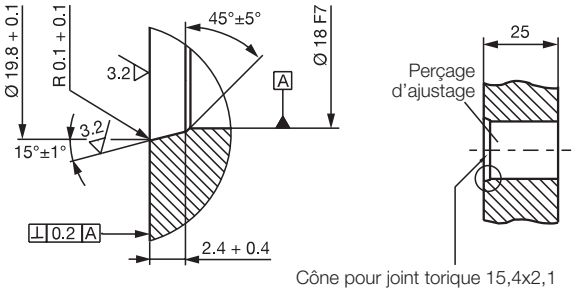

Fig. 4-4 : Perçage d'ajustage pour le montage du BTL avec joint torique
Perçage d'ajustage : la surface d'appui du BTL doit reposer entièrement sur la surface de réception. Le joint torique adéquat doit parfaitement étanchéifier le perçage, cela signifie que le lamage du joint torique doit être réalisé de manière conforme, voir Fig. 4-4.
La profondeur du trou de vissage doit être d'au moins 25 mm (voir Fig. 4-4).
- ► La surface d'appui du BTL doit reposer entièrement sur la surface de réception. Le joint torique adéquat doit parfaitement étanchéifier le perçage, cela signifie que le lamage du joint torique doit être réalisé de manière conforme, voir Fig. 4-4.